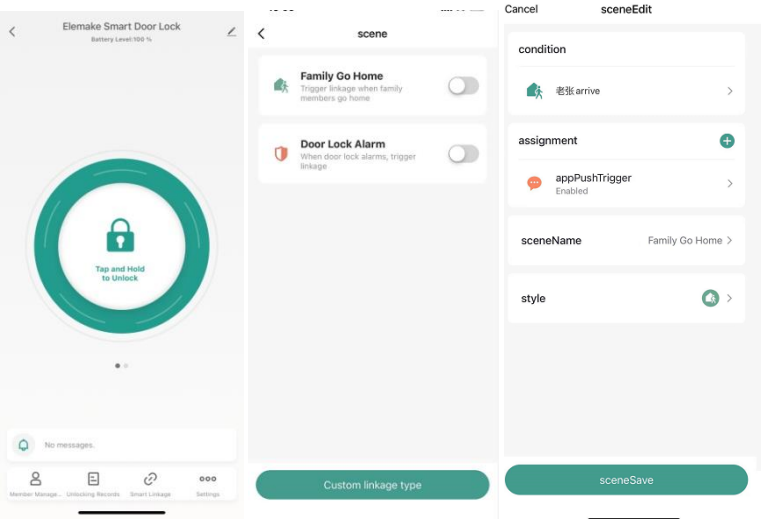

Figure Q-4
(4) Go home alert/door abnormal alert. (See **Figure Q-4)**